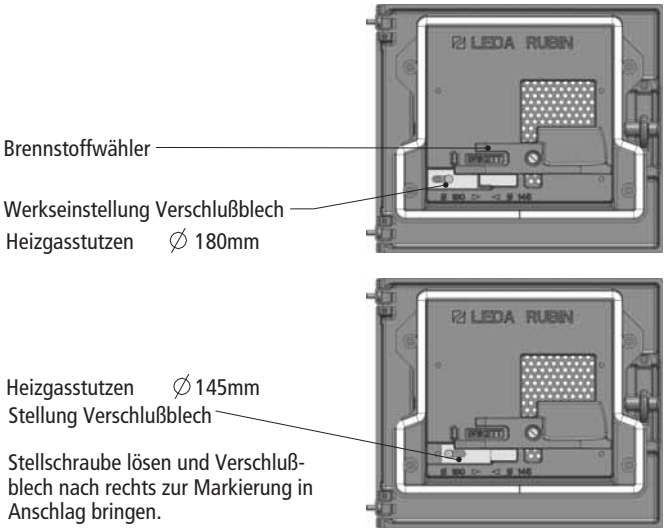

Abb. 2.2 Verbrennungsluft-Voreinstellung ist bei Verwendung des jeweiligen Heizgasstutzens durchzuführen
Liegt die flächige Seite (1) des Brennstoffwählers (2) links, ist die Luftzufuhr für den Brennstoff Scheitholz oder Holzbrikett eingestellt - in der Aschefachtür ist der Schriftzug „Holz" (3) sichtbar (siehe Abb. 2.2).